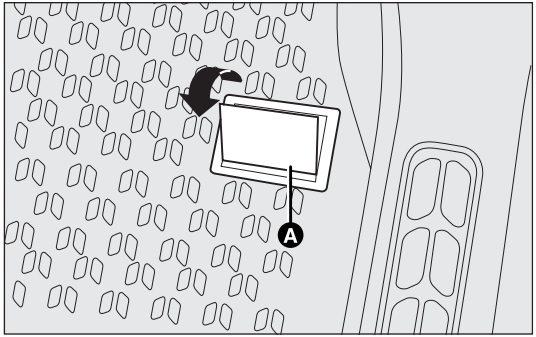

fig. 193 F0V0116m
– on the passenger compartment floor panel, near the right front seat; open flap A-fig. 193 to access